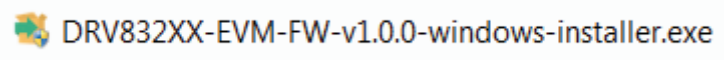

Figure 14. DRV832XX EVM Firmware Executable File
Step 1. Double click the executable file (.exe) for the DRV832XX reference software installer (see Figure 14).